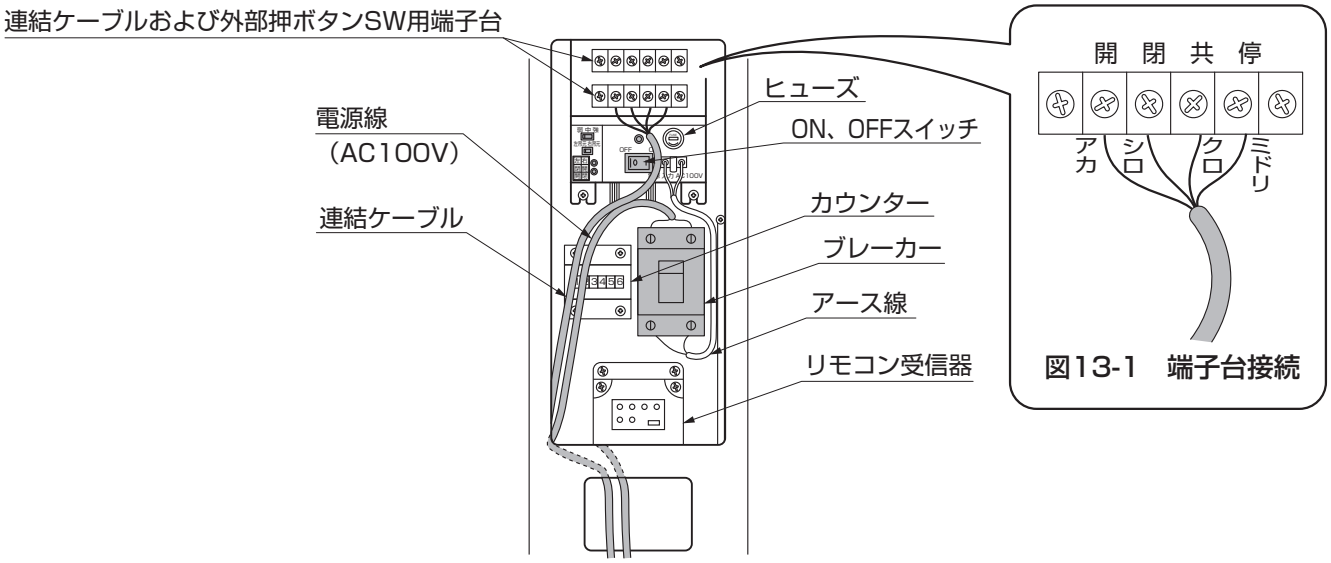

図13-1　端子台接続
①コントロールカバー取付ネジ6個を緩めて取外し、コントロールカバーを取外してください。
②電源線（AC100V）を柱の中に通し、ブレーカーにつないでください。
③電動柱連結ケーブルを柱の中を通し、外部押ボタンスイッチ用端子台につないでください。（図13-1参照）
④第3種接地工事を行なってください。
⑤コントロールカバーをコントロールカバー取付ネジで埋設ケーブルカバーを【4-2】で電動柱に取付けてください。